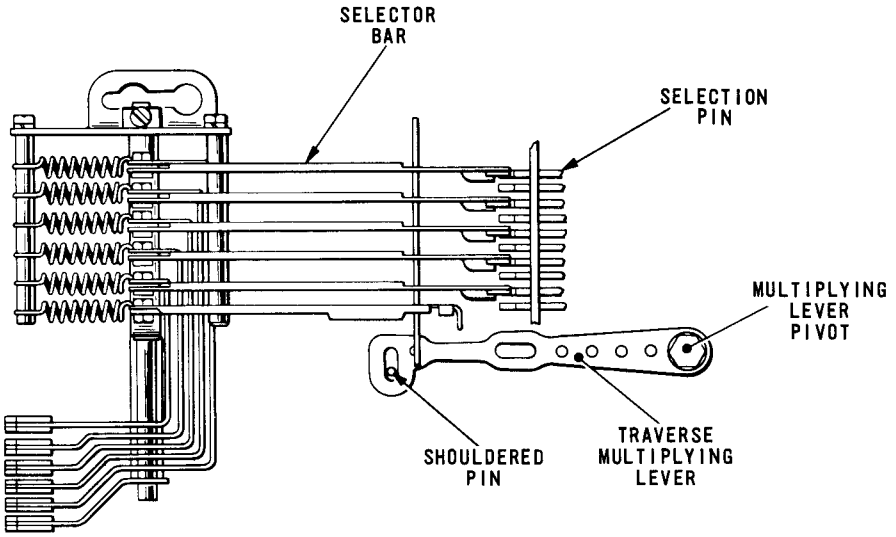

Fig. 4.58 SELECTOR BAR/SELECTION PIN ALIGNMENT
71.1 With the machine in the rest position, check that the selector bars, Fig. 4.58, are in alignment with the selection pins. Lift the translator clutch abutment and turn the machine by hand until the pin-box has moved to its alternative position and re-check the alignment of the bars and the selection pins.